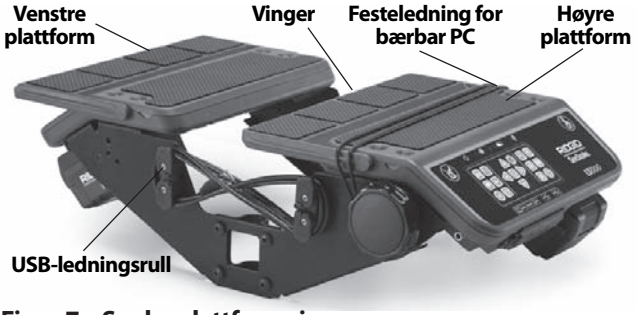

Figur 7 – Senke plattformvingene
5. Før LT1000 USB-ledningen til USB-porten i den bærbare PC-en og sett den inn i porten. Rull gjenværende ledning tilbake på USB-ledningsrullene. (*Se figur 7)*.